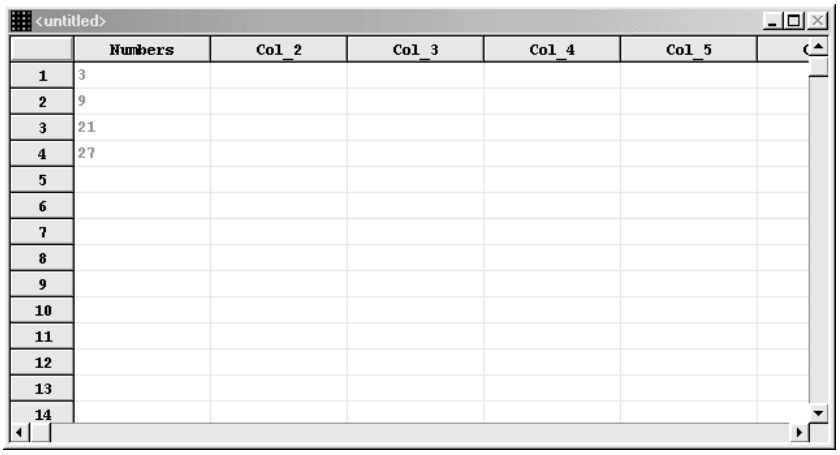

Figure 4-8. DataSheet with Updated Values
7. Click OK to update the values in the column (see Figure 4-8).